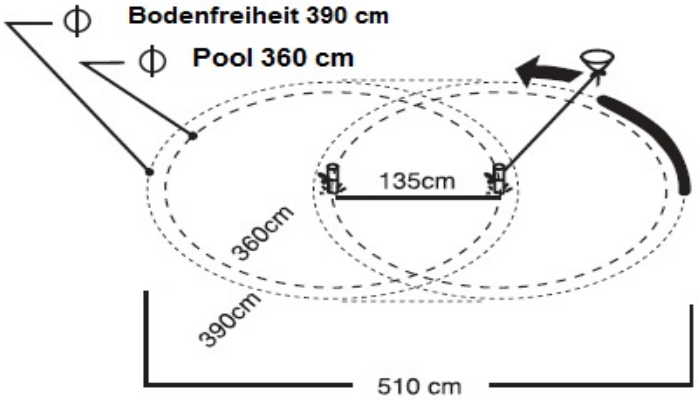

Abbildung 3
3. Geben Sie Mehl, Kreidestaub oder Kalk in den Trichter und zeichnen Sie einen Kreis um den Stab. Wenn der kleinste Durchmesser 360 cm ist, sollten die zwei Kreise einen Durchmesser von390 cm haben. (Siehe Abbildung 3).